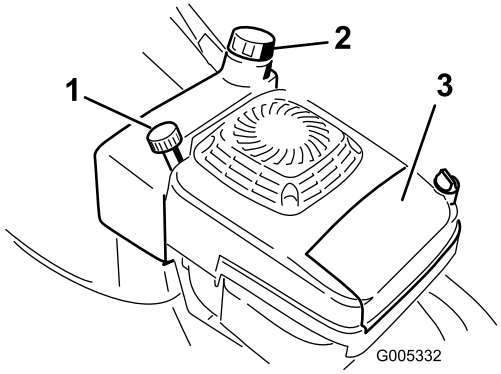

Bild 10
1. Reinigen Sie den Bereich um den Tankdeckel (Bild 10).